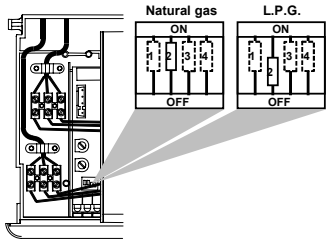

Fig. 7.5
12. set correctly the dip-switch "2" (Fig. 7.5) in accordance with the following table.
12. Правильно установите переключатель "2" (рис. 7.5) в соответствии со следующей таблицей.